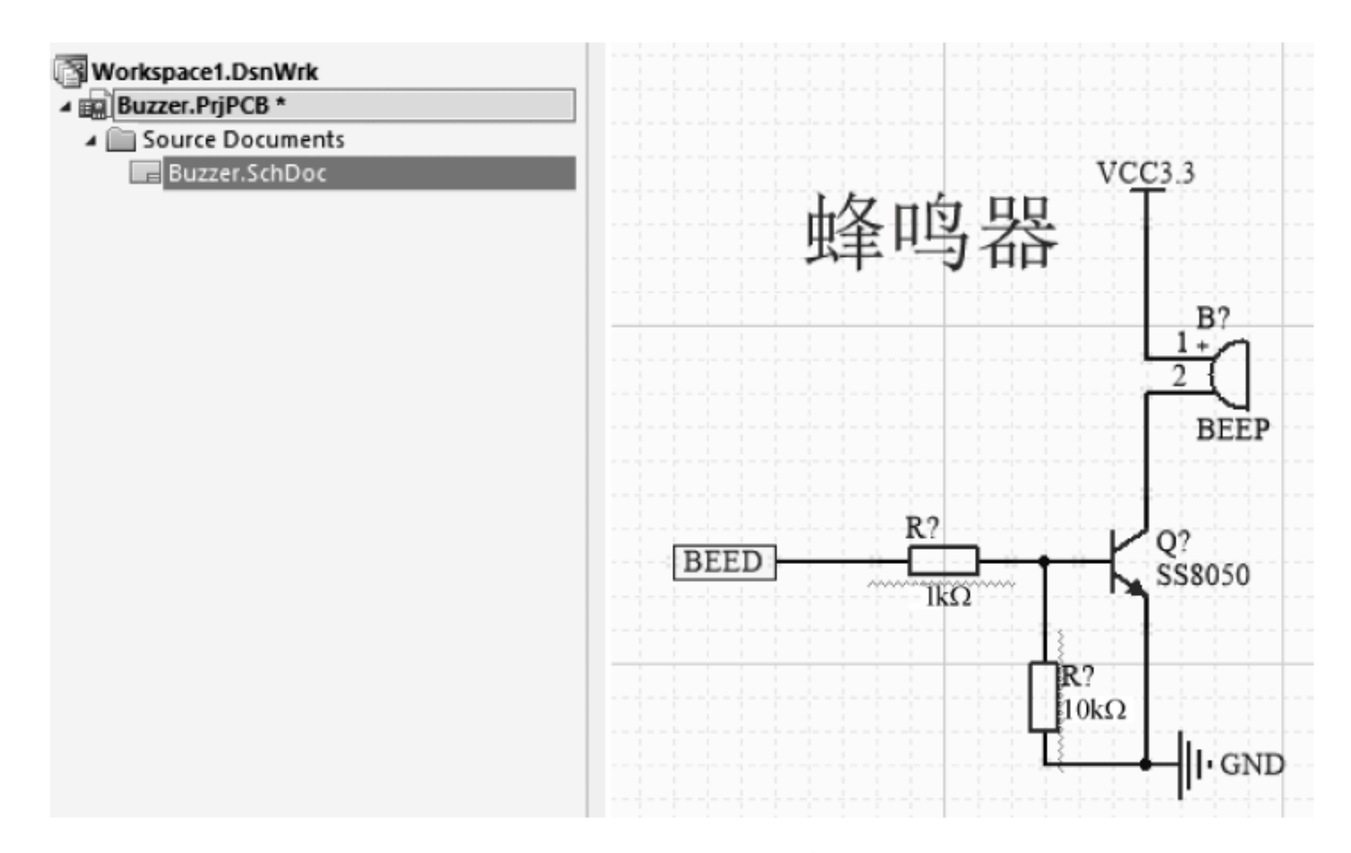

图 1-46　蜂鸣器模块
(1) 新建一个名称为 Buzzer 的工程,将蜂鸣器模块绘制于 Buzzer. SchDoc 中,如图 1-46 所示。需要进行页面外连接的信号,用端口表示,如 BEED。此处需要注意,电源和地的网络连接建议使用软件提供的电源端口类型,即 ⏚ 和 Vcc ,具有全局连接属性。后面生成的页面符就不需要放置这些电源端口,可以减少一部分操作。